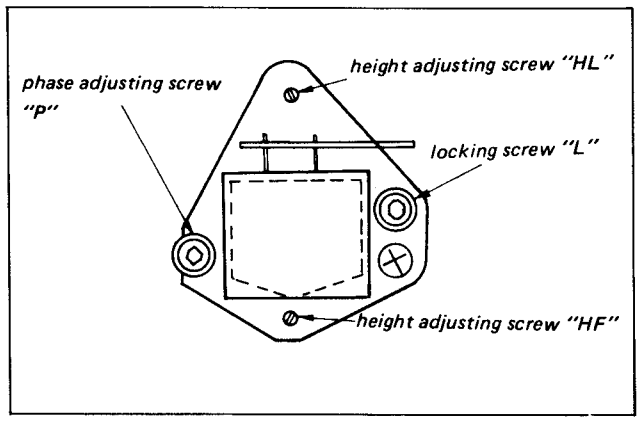

Fig. 10-21. Audio head height adjustment
4. Loosen locking screw "L" shown in Fig. 10-21.